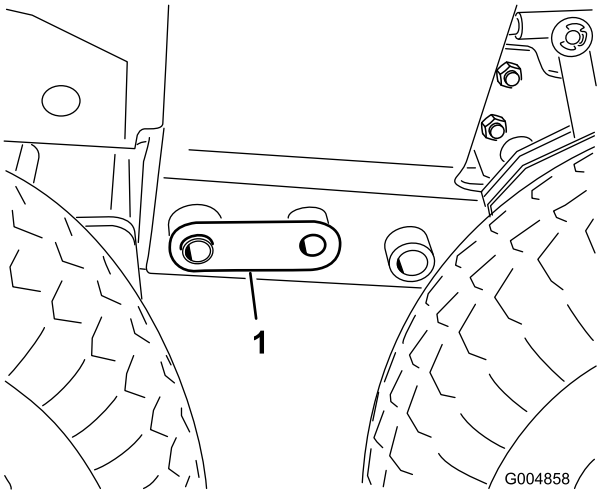

**Rysunek 49**
13. Dostosuj wysokość podnośnika, aby otwory o średnicy 2,5 cm w ramie zrównały się, po czym włóż sworznie sprzęgające po obu stronach (Rysunek 49).